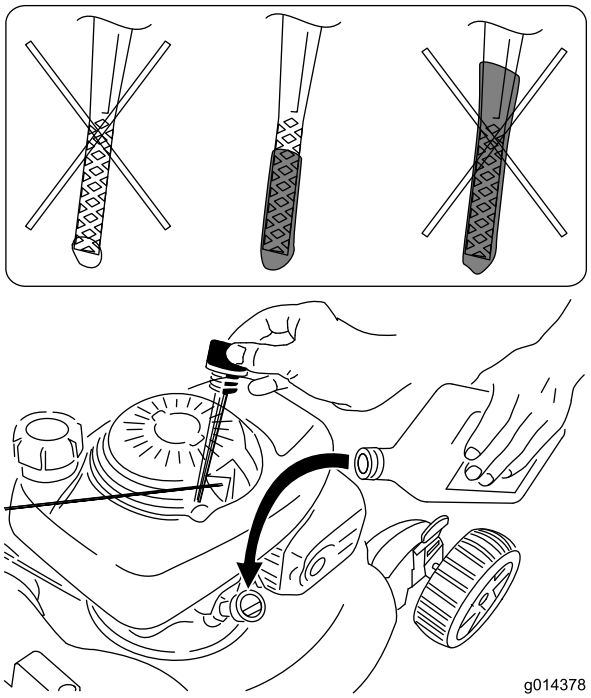

Figuur 9
1. Verwijder de peilstok, veeg deze schoon en steek de peilstol in de vulbuis, **maar schroef de peilstok niet vast** (Figuur 9).
2. Haal de peilstok eruit en controleer het oliepeil (Figuur 9).
Als er geen olie op de peilstok te zien is, giet dan **langzaam** olie in de vulbuis en controleer het peil periodiek met behulp van de peilstok zoals wordt getoond in Figuur 9 totdat u op de peilstok kunt aflezen dat het carter is gevuld. **Niet te vol vullen.** (Maximale vulhoeveelheid: 0,55 l, type: SAE 30 reinigingsolie, met onderhoudsclassificatie , SH, SJ, SL van het American Petroleum Institute [API] of hoger.)